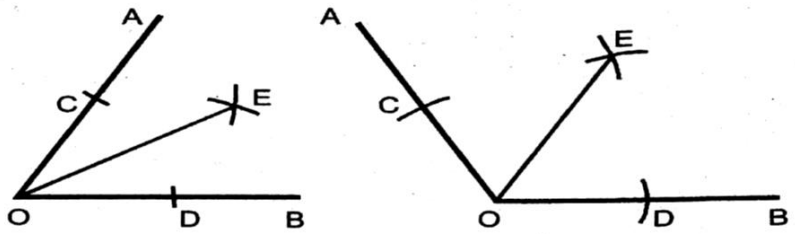

Fig.2.3
- Join OE. OE is the bisector of ∠AOB. This is shown in Fig.2.3